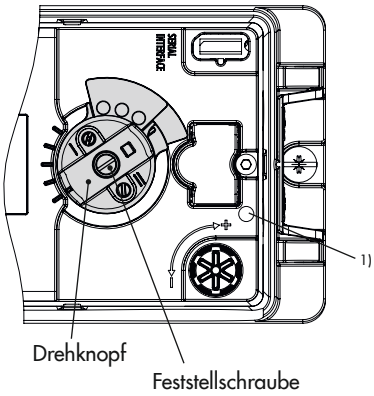
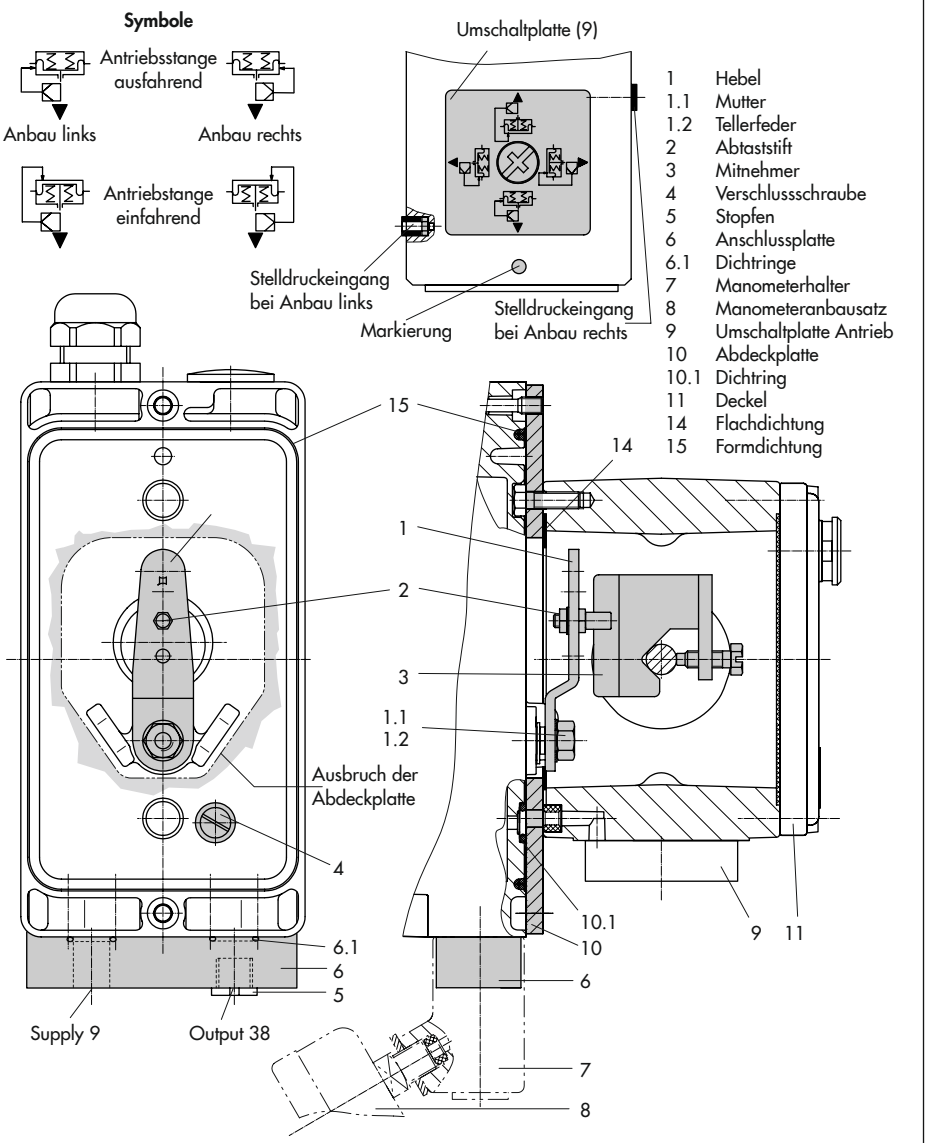

Bild 5-5: *Wellenarretierung*
Bild 5-6: *Direktanbau – Stelldruckanschluss für Antrieb Typ 3277-5 mit 120 cm²*
➔ Drehknopf nicht über die Feststellschraube verdrehen, sondern nur von Hand betätigen (vgl. Bild 5-5).
➔ Antrieb mit 120 cm² (vgl. Bild 5-6)
➔ Je nach Sicherheitsstellung des Antriebs „Antriebsstange ausfahrend" oder „Antriebsstange einfahrend" die Umschaltplatte (9) am Antriebsjoch montieren. Symbol für den Anbau auf der linken oder rechten Seite nach Markierung ausrichten (vgl. Bild 5-6 oben).
1. Anschlussplatte (6) oder Manometerhalter (7) mit Manometern am Stellungsregler montieren, auf richtigen Sitz der beiden Dichtringe (6.1) achten.
2. Verschlussschraube (4) auf der Stellungsregler-Rückseite entfernen und den Stelldruckausgang „Output 38" an der Anschlussplatte (6) oder am Manometerhalter (7) mit dem Stopfen (5) aus dem Zubehör verschließen.
3. Mitnehmer (3) an die Antriebsstange setzen, ausrichten und so festschrauben, dass die Befestigungsschraube in der Nut der Antriebsstange sitzt.
4. Abdeckplatte (10) mit schmaler Seite des Ausbruchs (Bild 5-6 links) in Richtung zum Stelldruckanschluss befestigen, die aufgeklebte Flachdichtung (14) muss zum Antriebsjoch zeigen.
5. Stiftposition des Abtaststifts (2) am Hebel M (1) kontrollieren. Anbausituation den Hubtabellen entnehmen und Stift ggf. umsetzen (vgl. Kap. 5.4).
6. Formdichtung (15) in die Nut des Stellungsreglergehäuses und Dichtring (10.1) auf der Gehäuserückseite einlegen.
7. Stellungsregler an der Abdeckplatte (10) so aufsetzen, dass der Abtaststift (2) auf der Oberseite des Mitnehmers (3) zu liegen kommt. Hebel (1) entsprechend verstellen und bei geöffnetem Deckel an der Arretierung der Welle (vgl. Bild 5-5) festhalten. Der Hebel (1) muss mit Federkraft auf dem Mitnehmer aufliegen. Den Stellungsregler mit seinen beiden Befestigungsschrauben an der Abdeckplatte (10) festschrauben.
8. Deckel (11) auf der Gegenseite montieren. Darauf achten, dass im eingebauten Zustand des Stellventils der Entlüftungsstopfen nach unten zeigt, damit evtl. angesammeltes Kondenswasser abfließen kann.
4. Stiftposition des Abtaststifts (2) am Hebel M (1) kontrollieren. Anbausituation den Hubtabellen entnehmen und Stift ggf. umsetzen (vgl. Kap. 5.4).
5. Formdichtung (15) in die Nut des Stellungsreglergehäuses einlegen.
6. Stellungsregler an der Abdeckplatte so aufsetzen, dass der Abtaststift (2) auf der Oberseite des Mitnehmers (3) zu liegen kommt. Hebel (1) entsprechend verstellen und bei geöffnetem Deckel an der Arretierung der Welle (vgl. Bild 5-5) festhalten. Der Hebel (1) muss mit Federkraft auf dem Mitnehmer aufliegen.